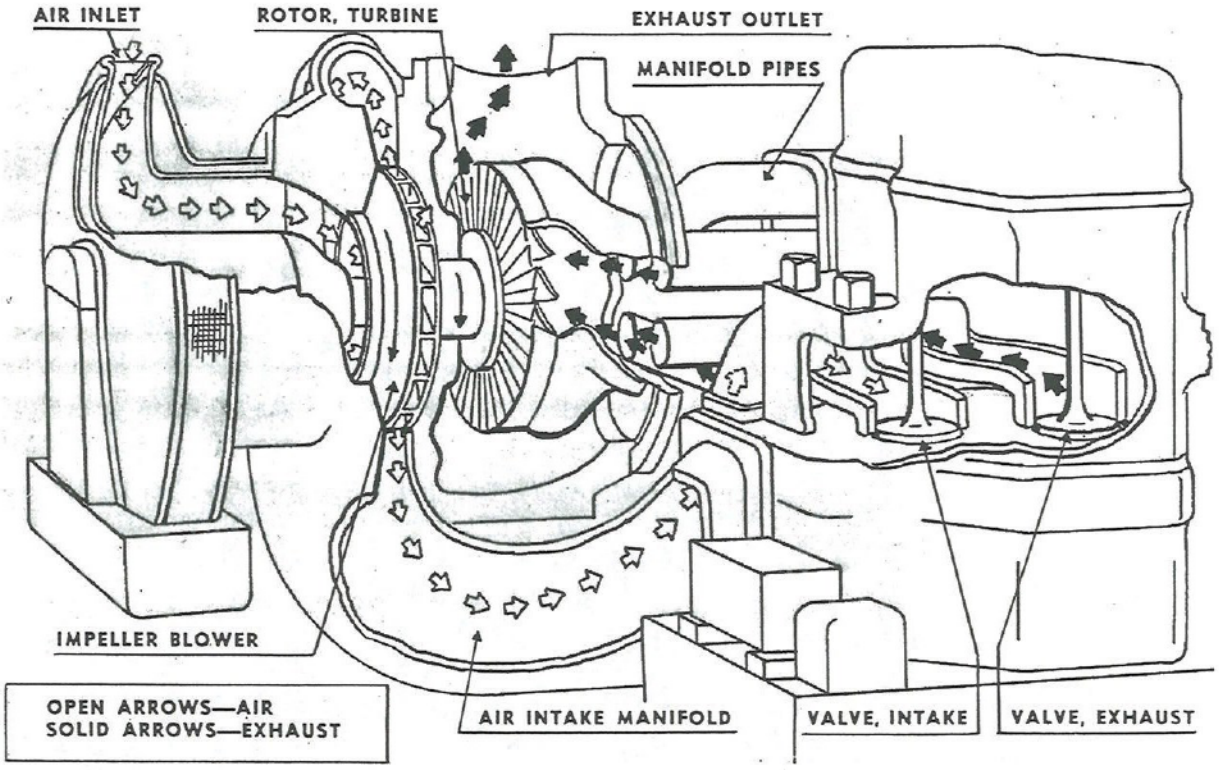

Fig. 9. Operation of Turbocharger
b. Operation of the turbocharger on the Enterprise engines is shown in Fig. 9. The exhaust gases leave the cylinders with great force. Because their expulsion from the cylinders is staggered the gases do not come out in a steady stream, but on impulses. In addition, the gases are hot. This combination of heat and pressure creates impulses which contain a large amount of energy. In order to harness these exhaust gases for useful work, they are conducted through manifold pipes to the rotor of a gas-turbine. There the forces of the exhaust gases turn the rotor at high speed before escaping out of the exhaust.